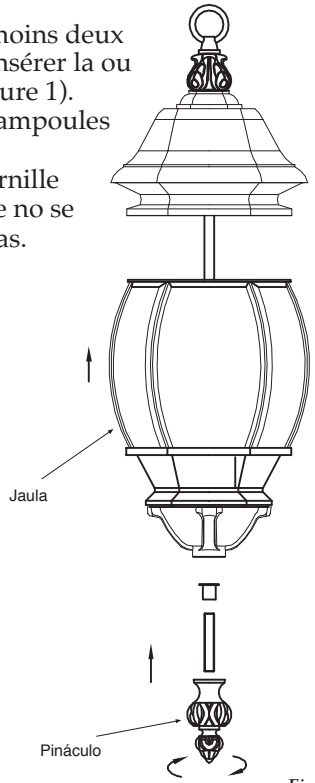

Figura 3
c. Para otros artefactos de iluminación, desatornille el pináculo inferior y sujete la jaula para que no se caiga. Baje la jaula e introduzca las bombillas. Vuelva a cerrar la jaula y ajuste el pináculo inferior. (vea la figura 3).